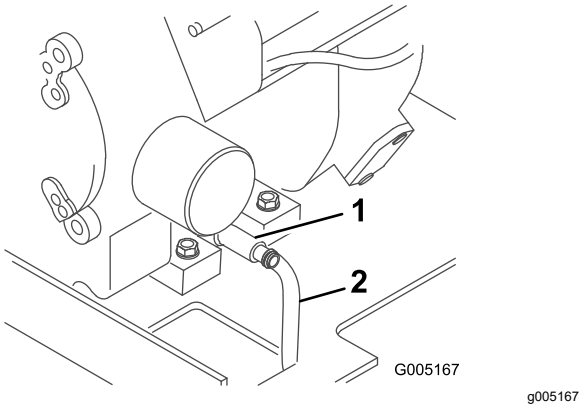

Rysunek 25
4. Umieść jeden koniec przewodu w zaworze spustowym, a drugi koniec w panewce (Rysunek 25).
5. Otwórz zawór spustowy, obracając go w kierunku przeciwnym do wskazówek zegara, ciągnąc do przodu w czasie obrotu (Rysunek 25).